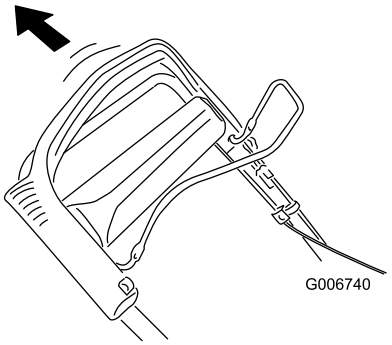

Figuur 27
2. Trek de bovenste handgreep zo ver mogelijk naar achteren (Figuur 27).